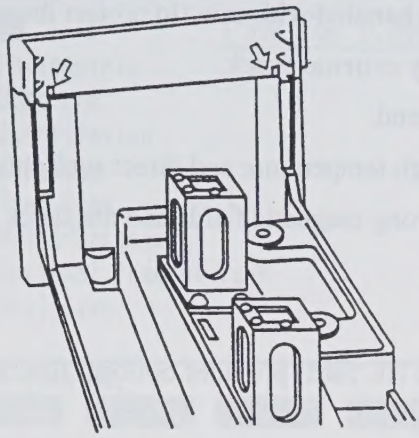

Fig. 5.6.3 Mounting the "Cover, Sample Compartment"
(1) Turn OFF the UV-1601 unit power switch.
(2) Remove the optional accessory which has been mounted.
(3) Loosen the knurled screws (2) beneath the front edge of sample compartment.
(4) Lift the entire sample compartment up and pull out.
(5) Match up the protrusions on the sample compartment unit with the protrusions on the "Cover, Sample Compartment" (2 places) shown by the arrows in Fig. 5.6.3.